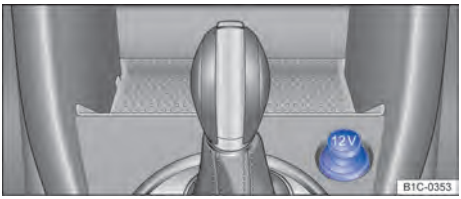

Fig. 101 Embaixo de uma cobertura: tomada de 12 V no console central dianteiro.
- No console central dianteiro ⇒ Fig. 101.